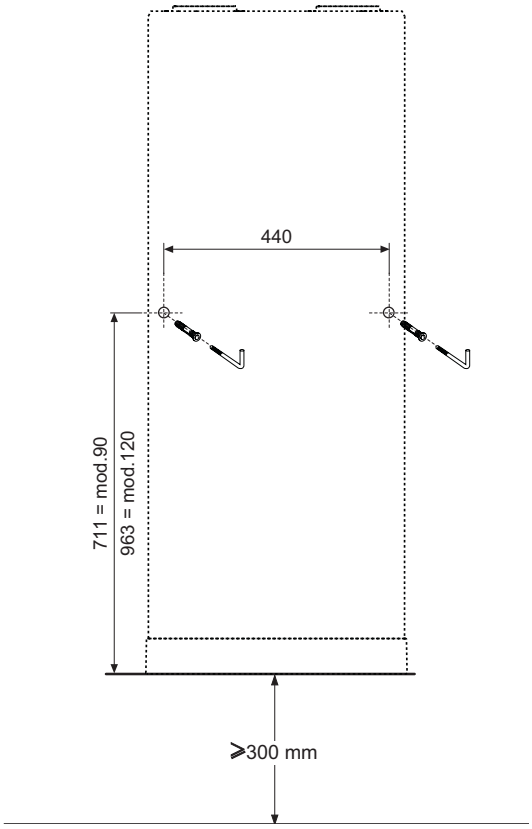

fig. 50 - Indicação de furação
- Perfure de acordo com as instruções de fig. 50.